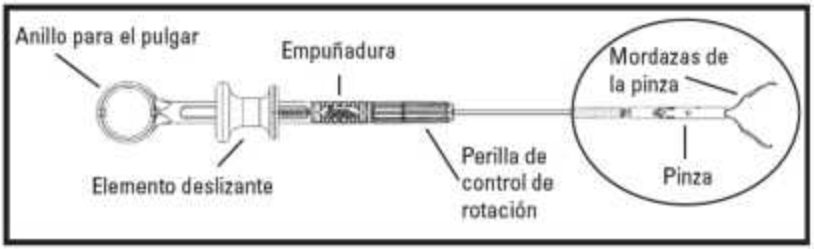

Figura 2. Apertura de las mordazas de la pinza Resolution 360 ULTRA
1. Cuando la pinza Resolution 360 ULTRA se encuentre en la ubicación deseada, mueva suavemente el elemento deslizante en dirección distal (alejándolo del anillo para el pulgar) para abrir las mordazas de la pinza Resolution 360 ULTRA, según se muestra en la Figura 2.